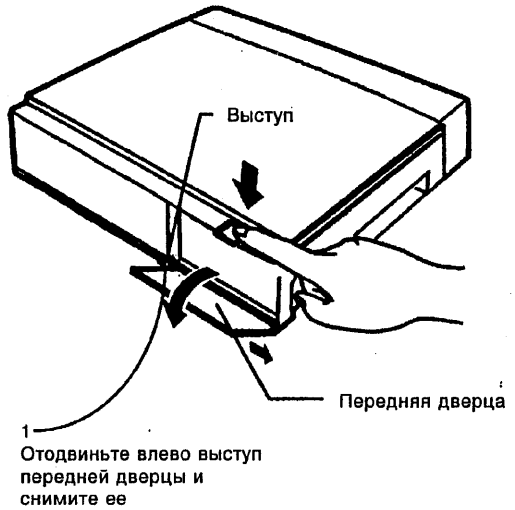

Рисунок 2. Снятие передней дверцы
2. (рис. 2) Снимите переднюю дверцу